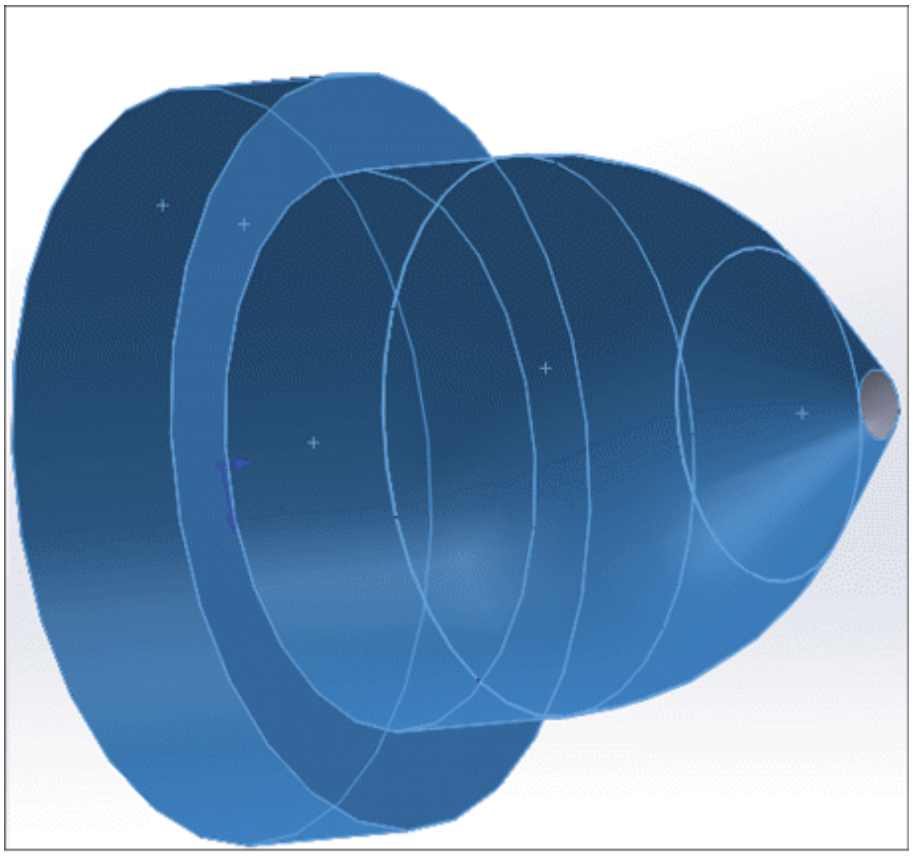

Figure-87. Faces selected for contour rough toolpath
- Select the faces to be machined; refer to Figure-87 and click on the **OK** button from the dialog box. The **Lathe Contour Rough** dialog box will be displayed.